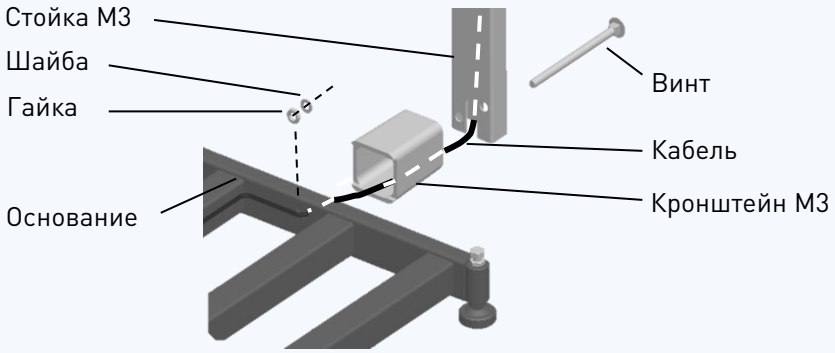

Рис. 6.3 - Крепление прямоугольной стойки к модулю ТВ-М_
1. Протянуть кабель через кронштейн и стойку, Рис. 6.3.